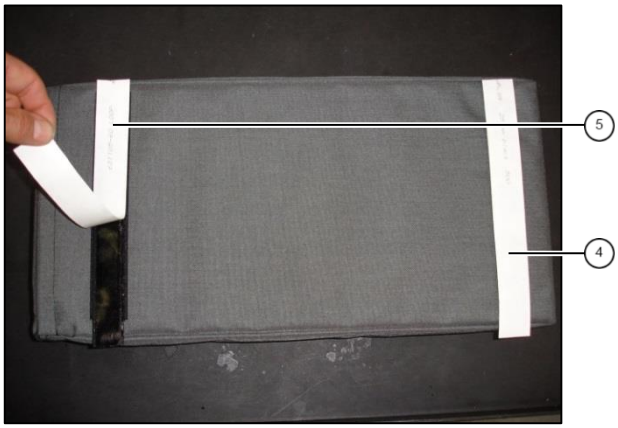

Fig. 4: Velcro tapes
3. Degrease base platen. Press Velcro tapes ④ wrinkle-free at velcro of seat cushion (see fig. 4).